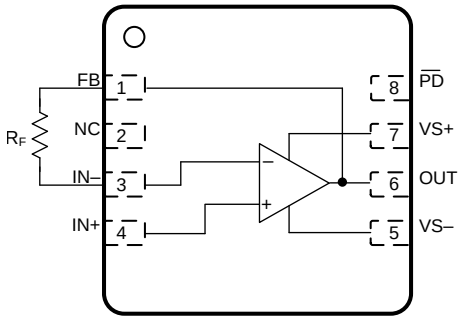

图 50. R_F Connection Between FB and IN– Pins
1. A feedback resistor (R_F) can connect between the FB and IN– pin on the same side of the package (see 图 50) rather than going around the package.